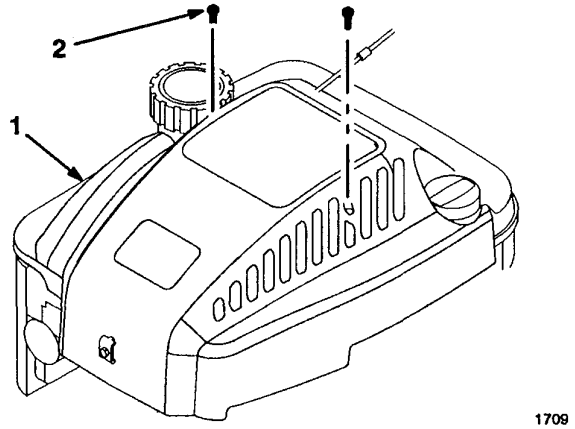

Figure 19
2. Remove (2) screws from engine cover and lift off cover (Fig. 19).